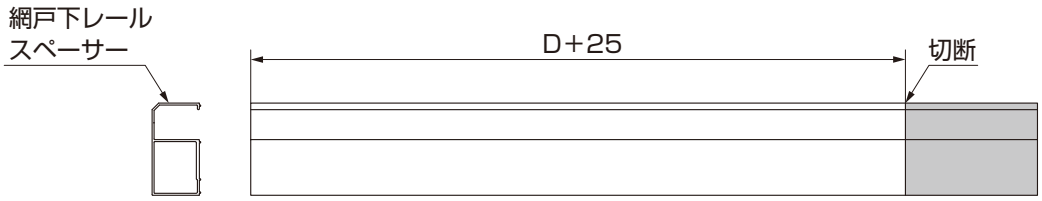

図3-2　網戸下レールスペーサー
②網戸下レールスペーサーをD+25mmに切断してください。（図3-2参照）